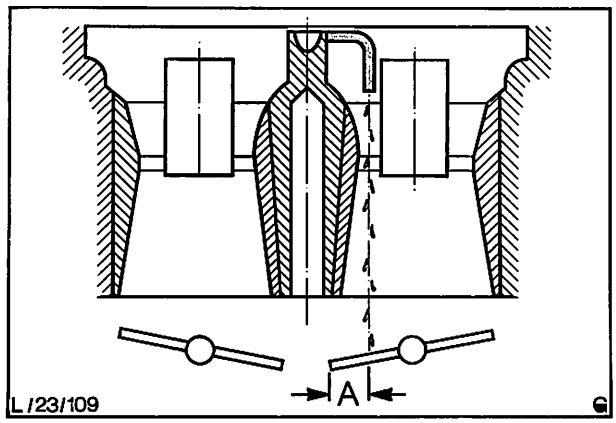

Abb. 91 Spritzrichtung der Spritzrohre (Beschleunigerpumpe) einstellen. Maß „A", siehe Technische Daten.
17. Bei teilweise mit Kraftstoff gefüllter Schwimmerkammer Beschleunigerpumpe betätigen und Spritzrichtung gegenüber Drosselklappen durch Sichtprüfung kontrollieren, Abb. 91.